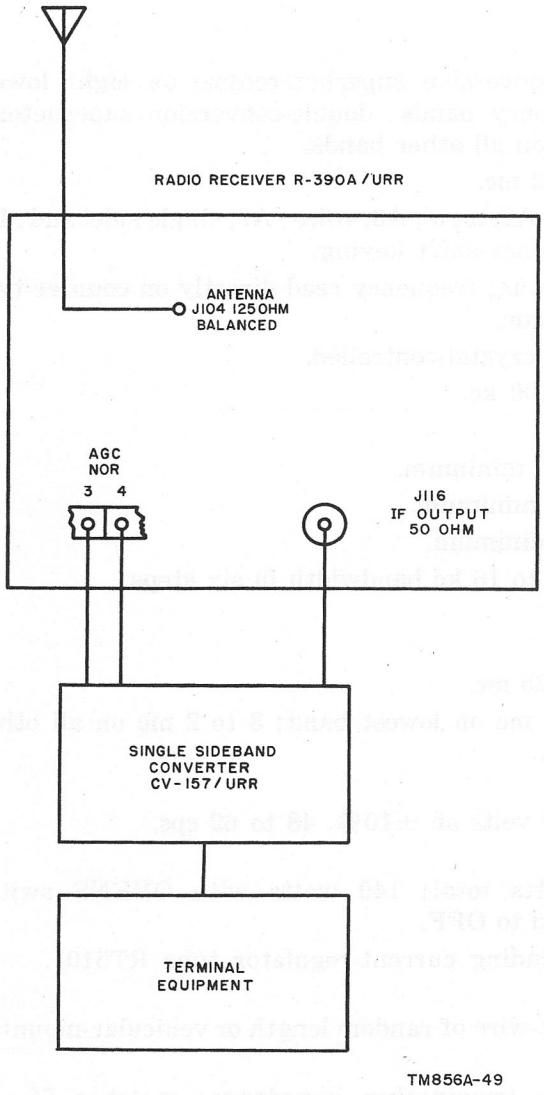

Figure 4. Single-sideband radioteletype system, block diagram.
(1) A receiver and a Single Sideband Converter CV-157/URR may be connected as shown in figure 4. This system permits the reception of single-sideband signals occupying 12 kc of rf spectrum space divided into two 6-kc sidebands on both sides of a reduced carrier; or, a double-sideband signal, either amplitude-modulated or phase-modulated (pm), occupying up to a total of 12 kc of spectrum space can be received. If phase modulation is received, the deviation cannot exceed an average of 1 radian. This system is used primarily for the reception of multi-channel radioteletype transmissions. For additional information, see TM 11-649, Radio Receiving Sets AN/FRR-40 and AN/FRR-41.